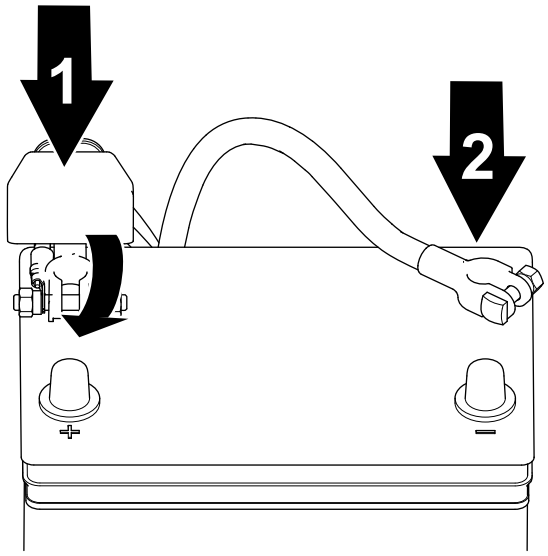

Figur 39
2. Anslut pluskabeln till batteriet och dra åt batteriklämmans mutter (Figur 39).
3. Anslut minuskabeln till batteriet och dra åt batteriklämmans mutter (Figur 39).